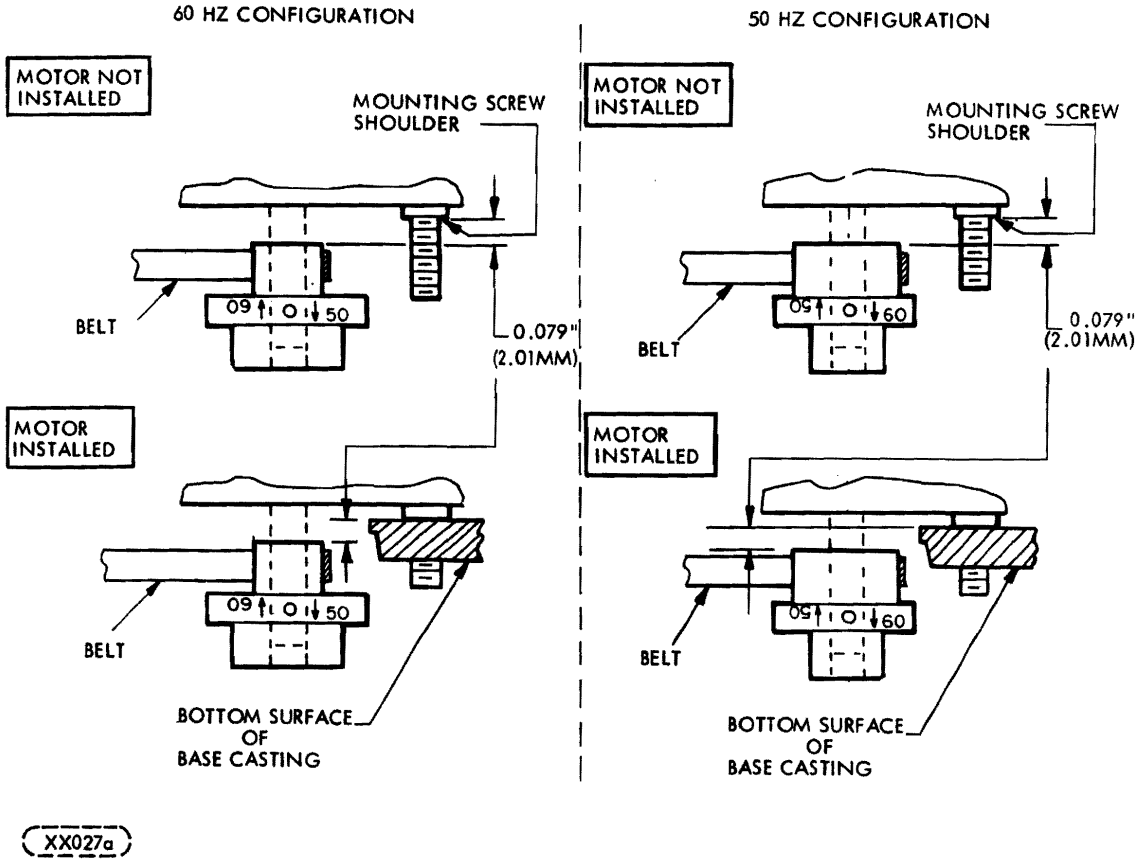

Figure 6-15. Drive Pulley Reversal
f. Position pulley allowing 0.079" (2.01 mm) ± 0.010" (0.254 mm) between shoulder of motor mounting screws and pulley (Figure 6-15).